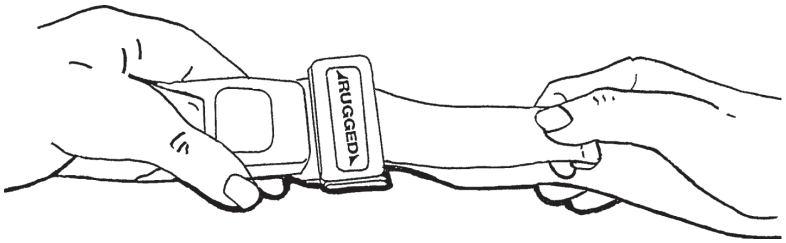

Abbildung 48
- **Zum Verlängern des Haltegurts** den Gurtstecker greifen und zum Gurtband hin abkippen, dann am Gurtband ziehen (Abbildung 48). Ein Saum am Ende des Gurtbands verhindert, dass sich der Gurtstecker vom Gurt löst.
- **Zum Verkürzen des Haltegurts** das Gurtband am Saum greifen und durch den Gurtstecker zurückziehen, bis der Gurt so straff wie nötig sitzt (Abbildung 48).